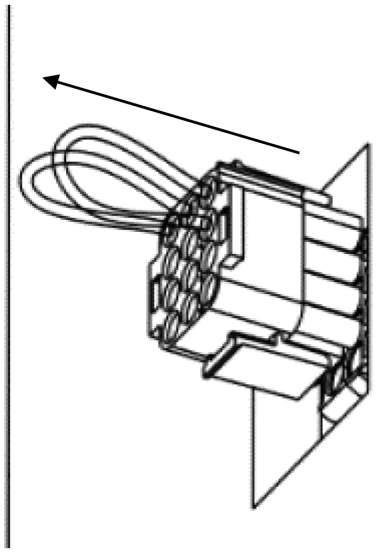

Figure 16 - Remove Jumper Plug
1. Remove the jumper plug from the factory installed economizer wire harness. The jumper plug is located on the partition panel in the return air compartment (see Figure 16).